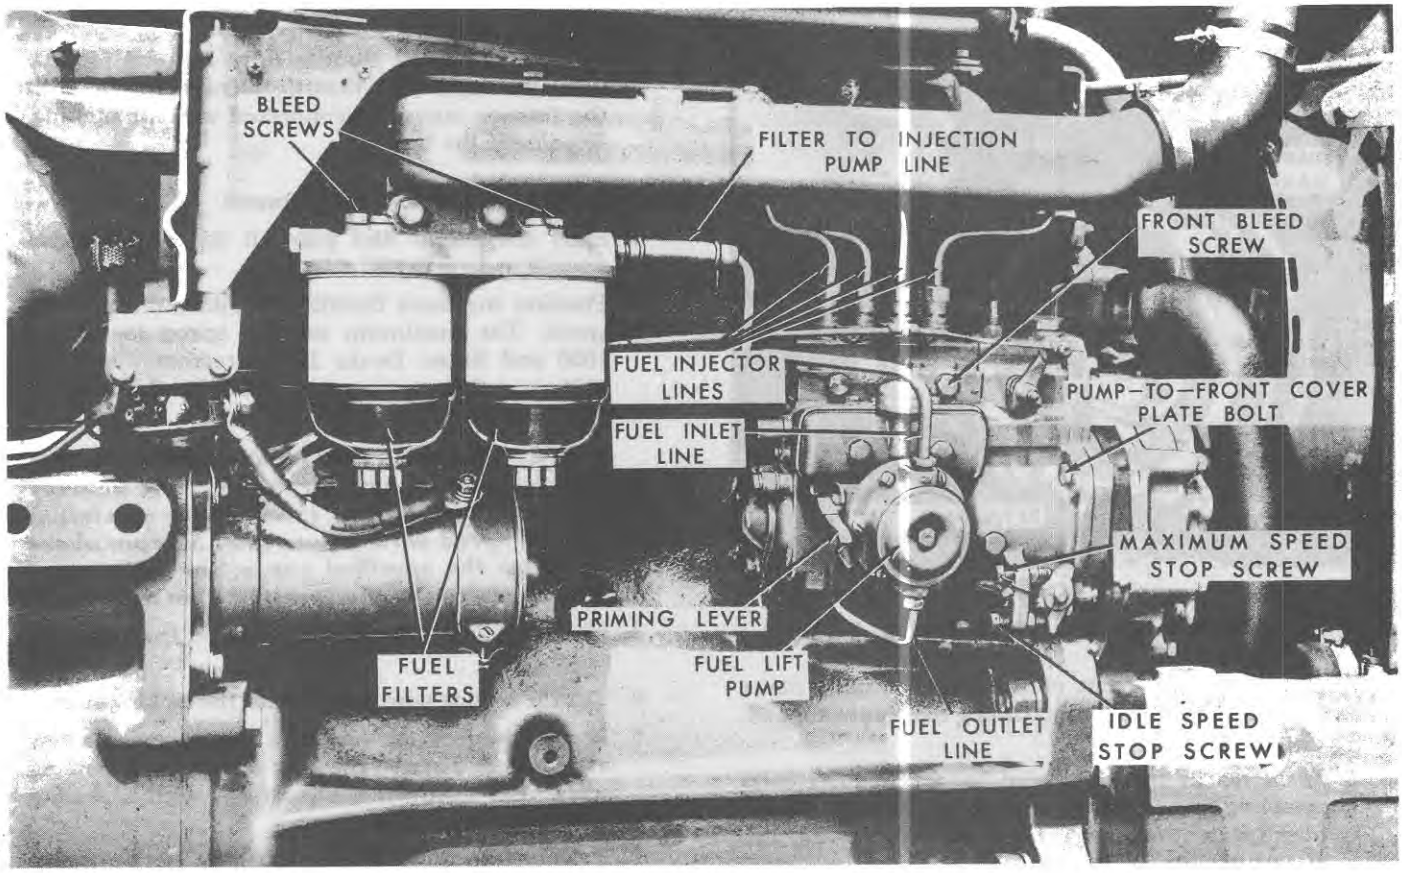

Figure 19
pump where is is pressurized to 2-3 psi (0.1406-0.2109 kg/sq. cm) and then routed through the two filters, see Figure 19.
The Super Major 5000 Tractors are equipped with the Minimec injection pump with a mechanical governor, Figure 19. The pump is mounted to the front cover plate and is driven by the pump timing gear. The pump has one pumping element per cylinder.
2. Disconnect the throttle linkage from the injection pump. Loosen the lock nut and adjust the low idle speed stop screw, Figure 19, on the governor housing so that the idling speed is 600-650 rpm. Secure the screw in position with the lock nut.
3. Remove the bleed screws from the top of the fuel filters, Figure 19, and operate the priming lever on the fuel lift pump until a stream of fuel, free from air bubbles, flows from the filters. Replace and tighten the bleed screws.